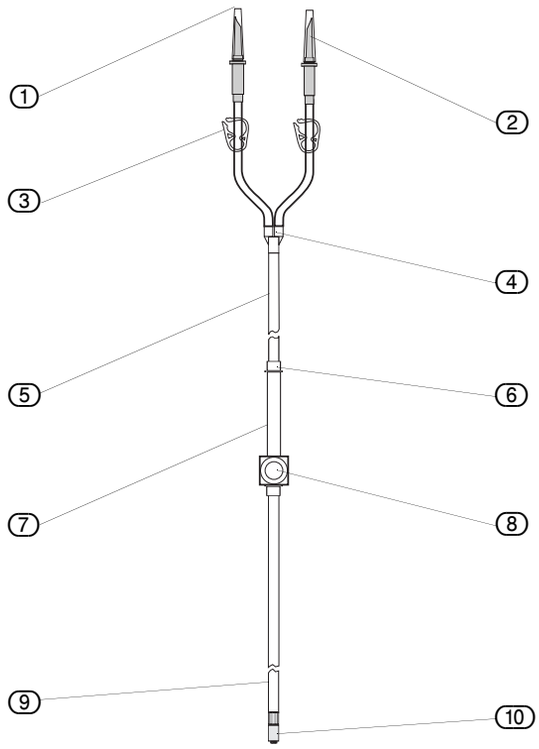

Abb. 5-3 Elemente des Spülschlauchsets
- ▶ Schließen Sie vor dem Einlegen beide Schlauchklemmen (3) (Abb. 5-3 "Elemente des Spülschlauchsets") an den Beuteln.